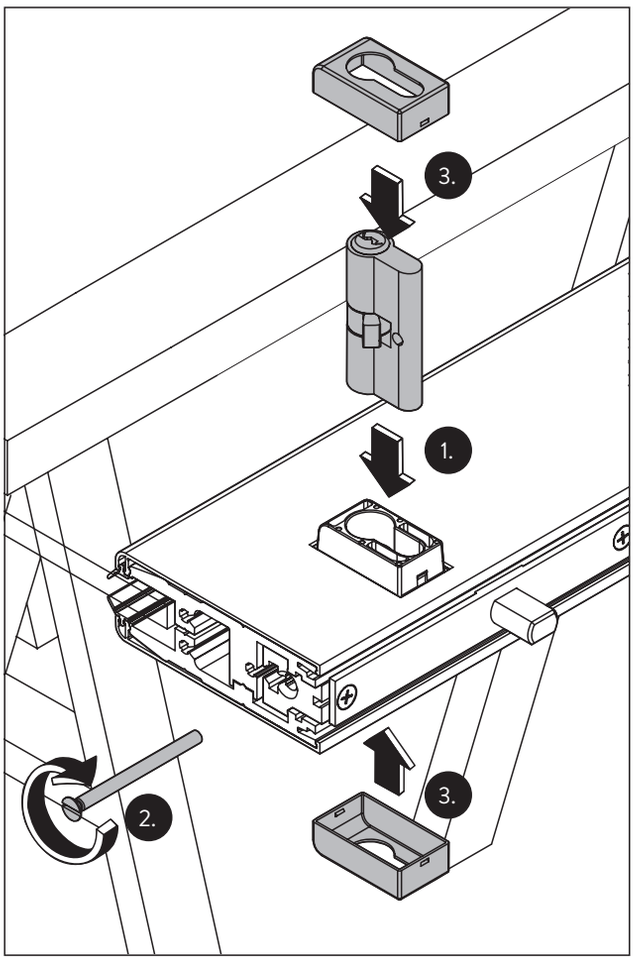

Fig. 42 Finalizar el módulo de cierre
1. Inserte el cilindro de cierre. Compruebe que el impulsor del cilindro encaja en el hueco (Fig. 42/1).
2. Atornille el cilindro de cierre con el tornillo de la parte delantera (Fig. 42/2).
3. Presione las caperuzas sobre las rosetas (Fig. 42/3).